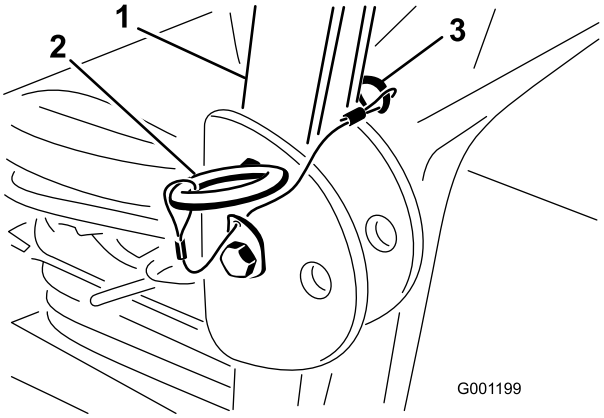

Figuur 29
1. Om de rolbeugel omlaag te klappen, moet u de R-pennen losmaken en de twee pennen verwijderen (Figuur 29).
3. Plaats de twee pennen en zet deze vast met de R-pennen (Figuur 29).
4. Om de rolbeugel omhoog te klappen, moet u de R-pennen losmaken en de twee pennen verwijderen (Figuur 29).
5. Klap de rolbeugel omhoog, plaats de twee pennen en zet deze vast met de R-pennen (Figuur 29).